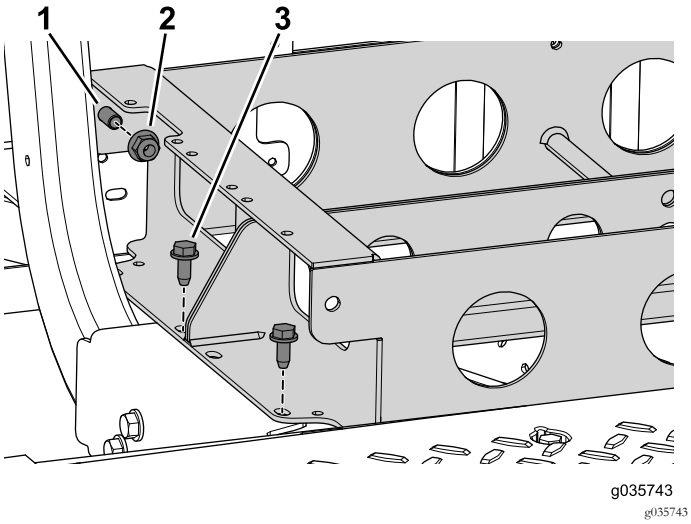

Figura 82
1. Utilize as duas porcas flangeadas e parafusos para unir os tabuleiros da bateria traseiro e dianteiro (Figura 82).
2. Utilize os quatro parafusos (3/8" x 1¼") para prender o tabuleiro da bateria dianteiro à máquina (Figura 82).